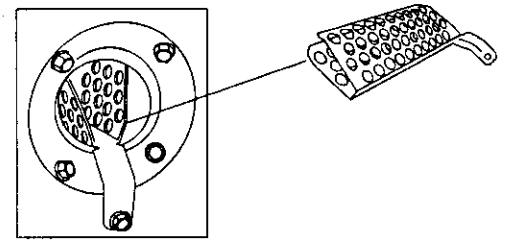

Fig. 4—NOx Device Location A02195
a. Remove the screw underneath the heat exchanger inlet that secures the NOX device in the heat exchanger (see Fig. 4)